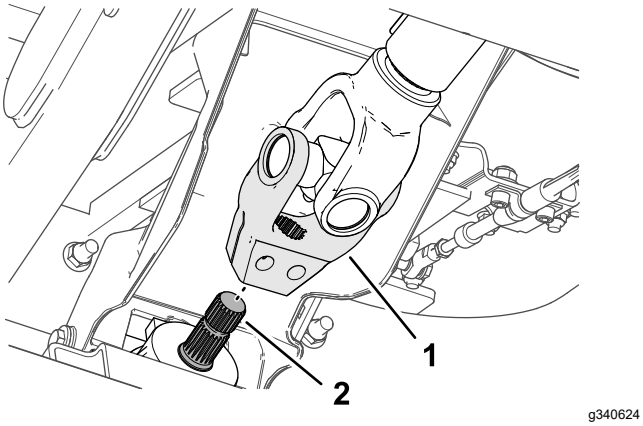

Figura 18
5. Allineate le scanalature nella forcella dell'albero di trasmissione sulle scanalature dell'albero di ingresso dell'attrezzo (Figura 18), e fate scorrere la forcella sopra l'albero.